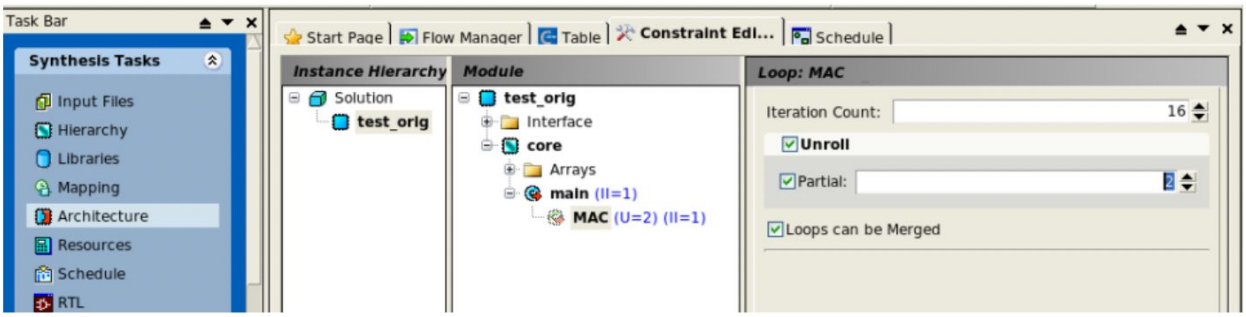

Figure 16. Detail of partially unrolling the MAC loop to 2.
32. Select the MAC loop and fully unroll the loop (Unselecting the checkbox "*partial*" in MAC Loop dialog box shown in **Figure 16**).